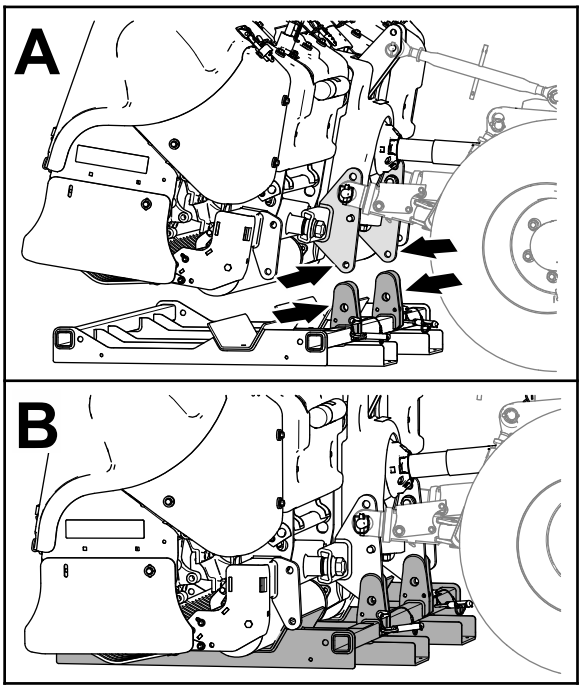

Figur 45
1. Rikta in förvaringsstödets stödplåtar med stödets fäste på maskinens krokram (Figur 45)
2. Sänk ned maskinen i förvaringsstödet tills hålen i stödet är i linje med hålen i stödets fäste på dragkroken (Figur 45).